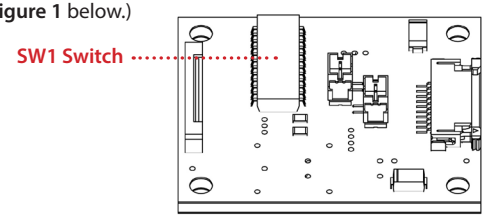

**Figure 1**
10. Adjust the SW1 switch position on your new interface circuit board to match the position of the old board. (See **Figure 1** below.)